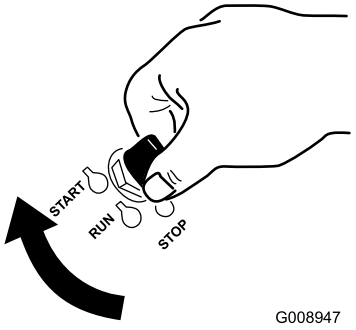

Figuur 14
1. Draai het contactsleuteltje naar de stand Start (Figuur 14). Laat het sleuteltje los zodra de motor aanslaat.
7. Draai het contactsleuteltje naar de stand Start (Figuur 14). Laat het sleuteltje los zodra de motor aanslaat.